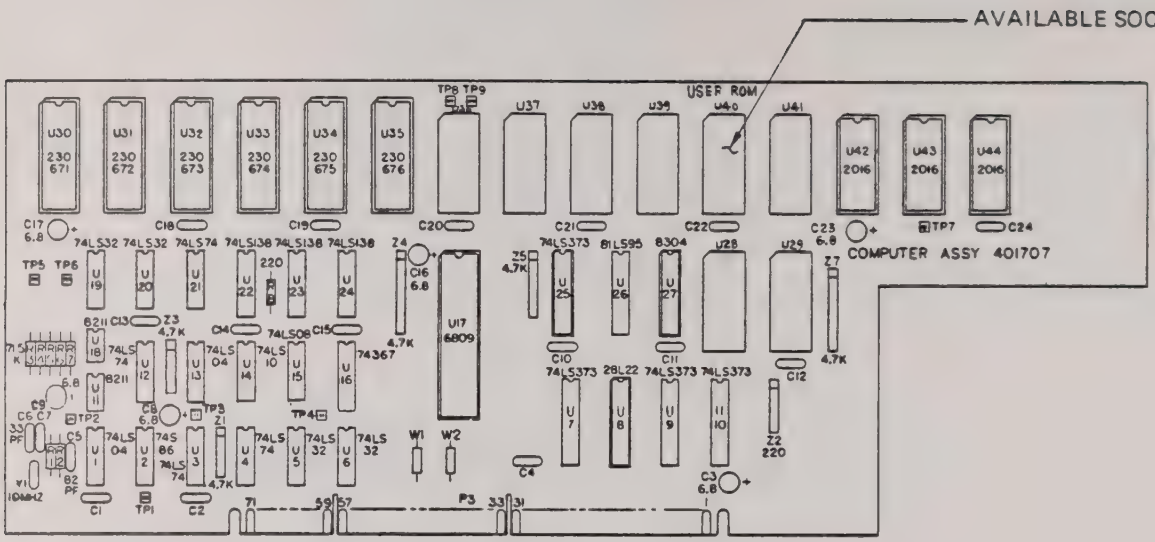

Figure 6.5 - User ROM Installation Socket U40 on CPU Assembly Board 401707.
a) As shown in Figure 6.5, for Series 200 logic analyzers with CPU board Assembly P/N 401707, the user ROM is installed into socket U40. This socket is easily identified by the designation "USER ROM" on the component side of the PCB.